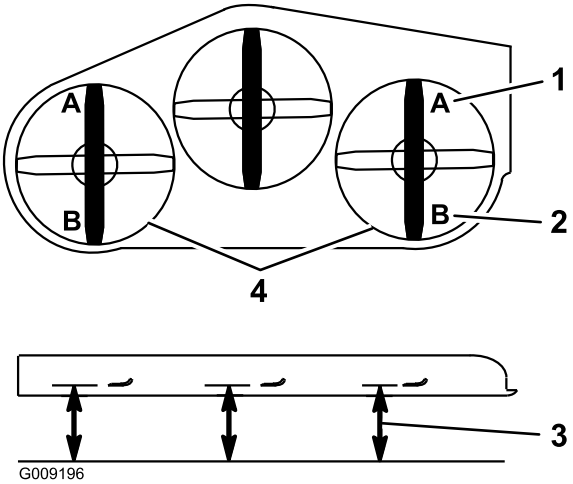

Figur 86
9. Mål fra den plane overflade til skæreknivens forreste spids på begge sider af skjoldet (position A). Afstanden skal være 7,6 cm (Figur 86).
15. Mål fra den plane overflade til skæreknivens bageste spids på begge sider af skjoldet (position B). Afstanden skal være 8,3 cm (Figur 86).